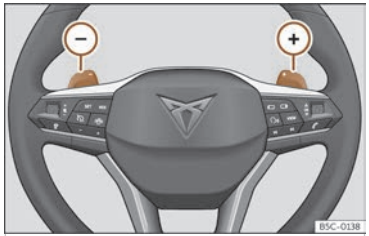

Fig. 94 Volante: palancas para cambio automático.
• Pulse la leva de cambio ⊕ para insertar una marcha superior ››› **fig. 94**.